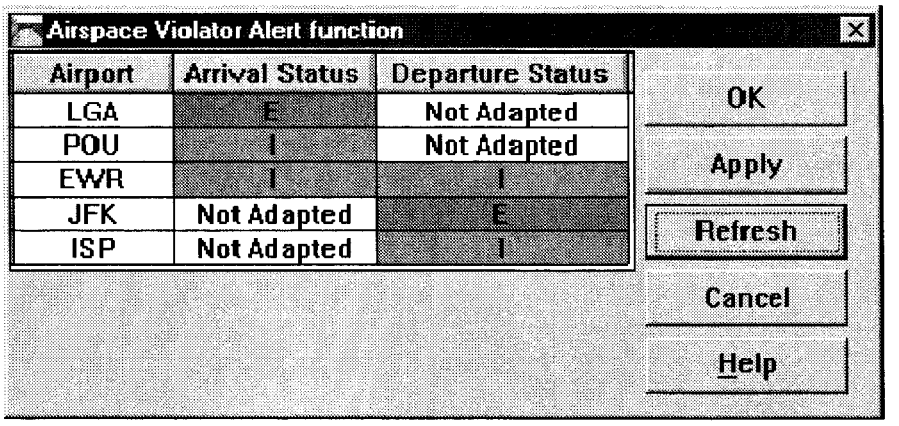

FIGURE 4-80A. AVA CONFIG WINDOW
2. Observe the AVA Config window (Figure 4-80A).